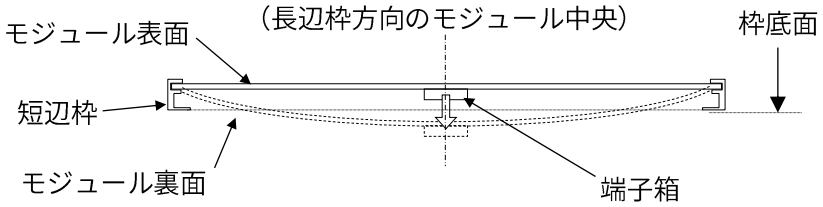

図 3.　モジュールのたわみ模式図（側面）
- 太陽電池モジュールはモジュール表面への荷重負荷により、図 3 のように凹状のたわみが生じます。その際、モジュール裏面や端子箱が架台や屋根などに接触すると破損する恐れがありますので、当該部分には十分な隙間を確保してください。